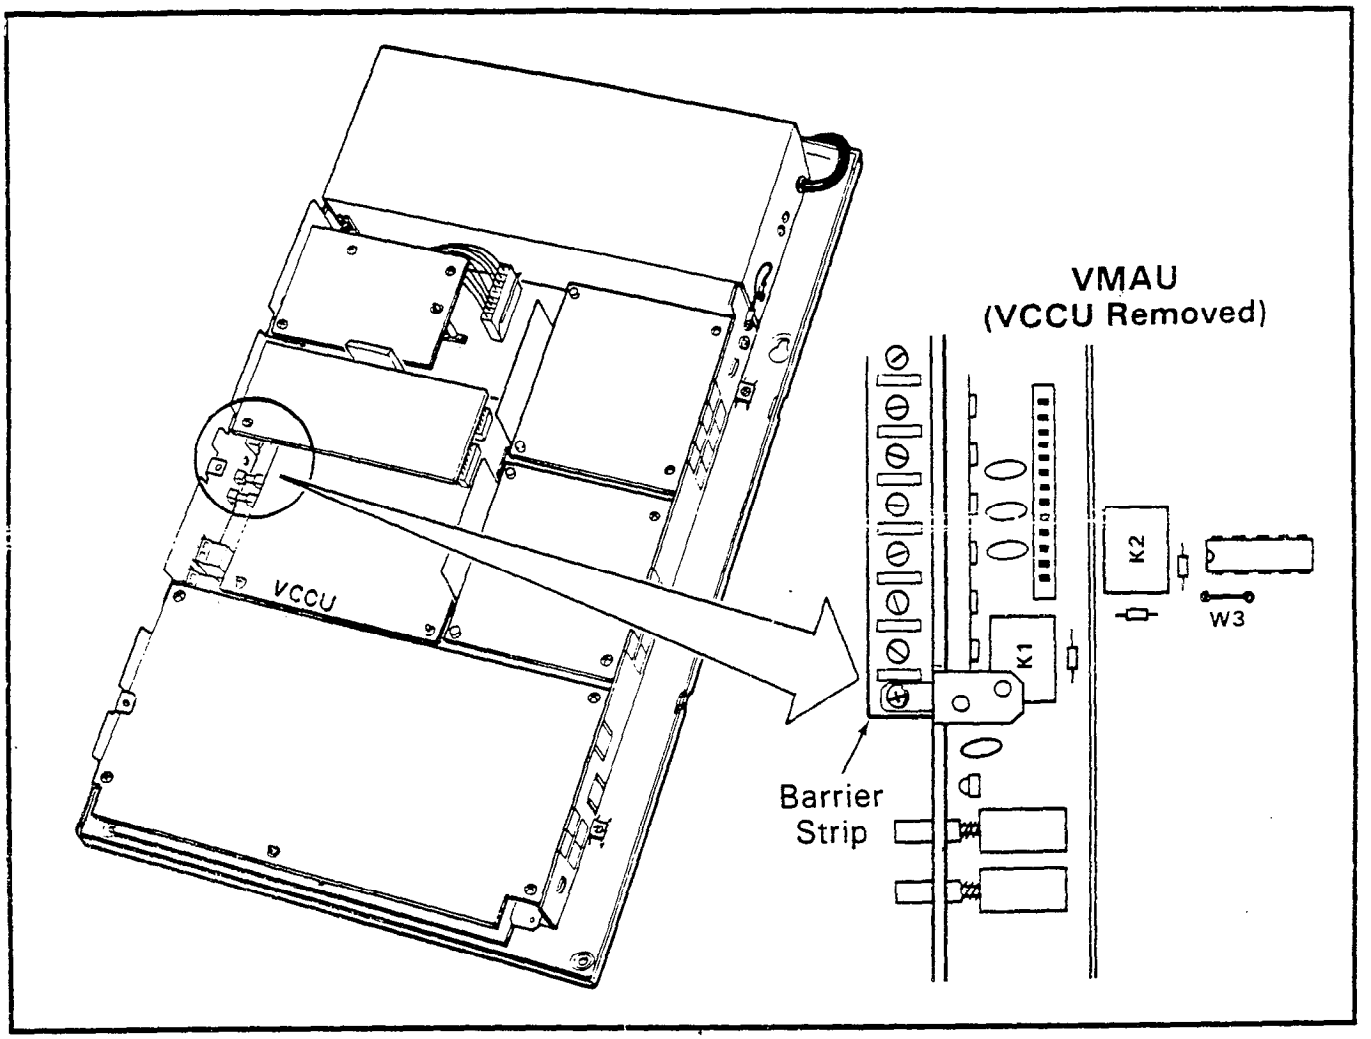

FIGURE 52—NIGHT RELAY STRAPPING
10.83 The **W3** strap option on the VMAU (see Figure 52) allows the NR relay to function in one of two modes: